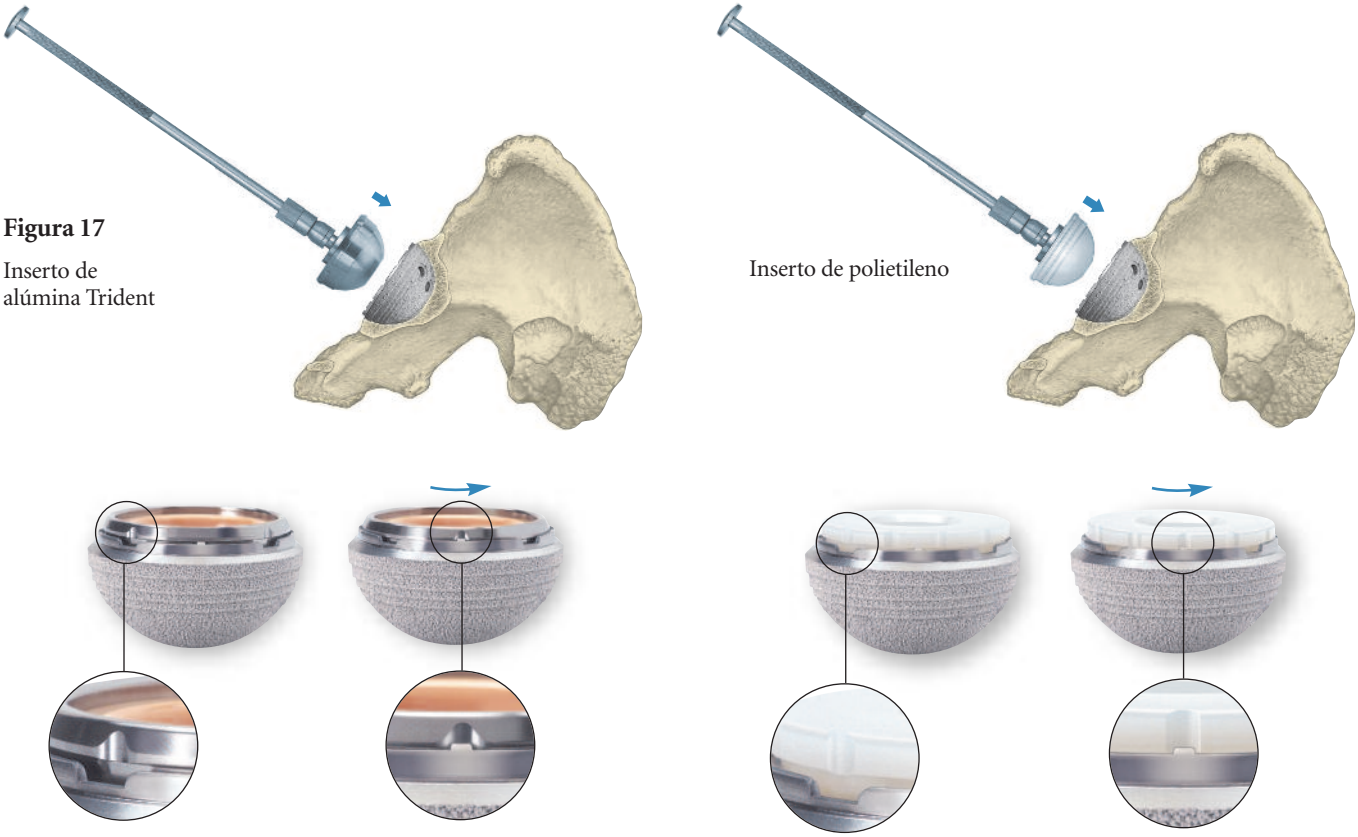

Figura 17
5. Introduzca suavemente el inserto de cerámica o polietileno asegurándose de que los festones del inserto se encuentran alineados con las ranuras del anillo del cotilo (permite la fijación del inserto en la posición inicial con ayuda de cuatro lengüetas). Una vez fijado el inserto en la posición inicial, gire despacio y deje caer el inserto a la posición final de prebloqueo (**Figura 17**).